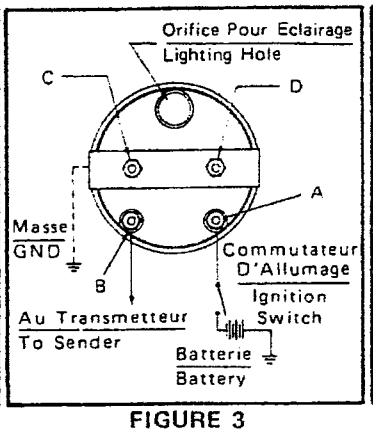

FIGURE 3
3. Si la jauge a QUATRE BORNES: (A) pour raccordement au commutateur d'allumage, (B) pour raccordement au transmetteur, (C) et (D) pour fixation du support du nécessaire d'éclairage et raccordement du fil pour mise à la masse. Voir Figure 3.
3. If gauge has FOUR TERMINALS: (A) for wire to ignition, (B) for wire to sending unit, (C) and (D) for mounting bracket and ground wire. See Fig. 3.